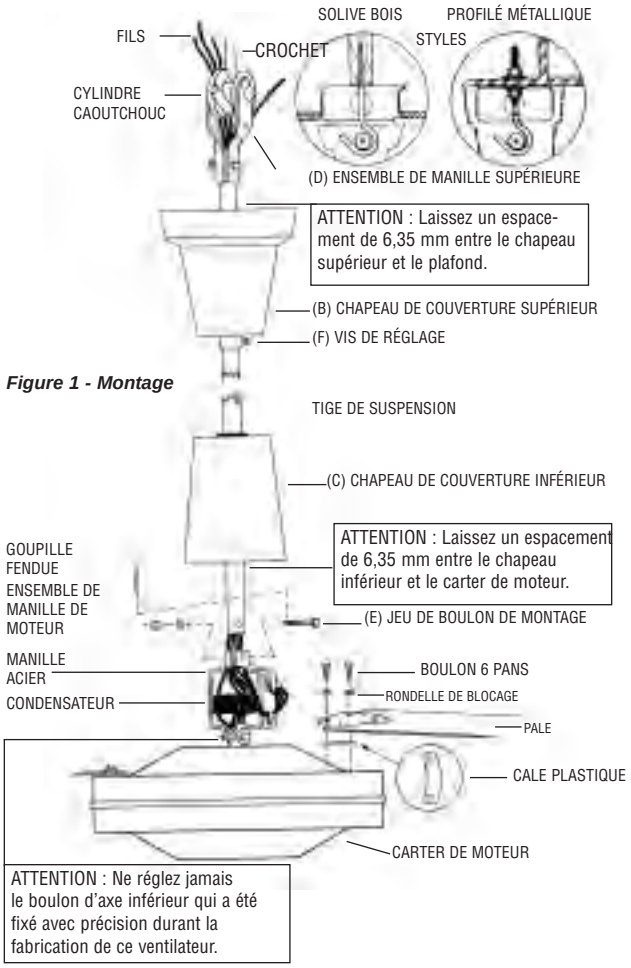

***Figure 1 - Montage***
Enlevez soigneusement la rondelle élastique et l'écrou 6 pans ***(voir la Figure 1)***.
**ATTENTION : Les pales doivent être fixées sur le moteur comme montré en Figure 1. N'inversez PAS les pales à l'installation.**